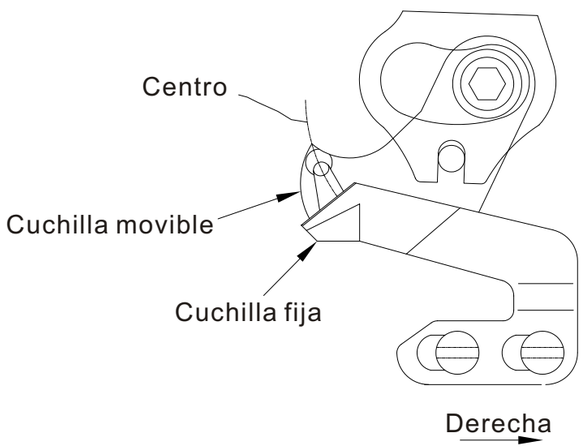

Fig. 29
5. La cuchilla fija puede ser ensamblada un poco más a la derecha que la posición estándar. En ese punto, El largo jalado de los hilos superior e inferior será mayor debido a que la cuchilla fija se mueve un poco mas a la derecha, y la coordinación del rebordeado esta retrasada. Cuando utilice hilos químicos, para conseguir hilo sobrante mas largo se puede hacer lo descrito anteriormente, por un ajuste mayor, por favor ajuste la coordinación de la leva rebordeadota. (Fig. 29)